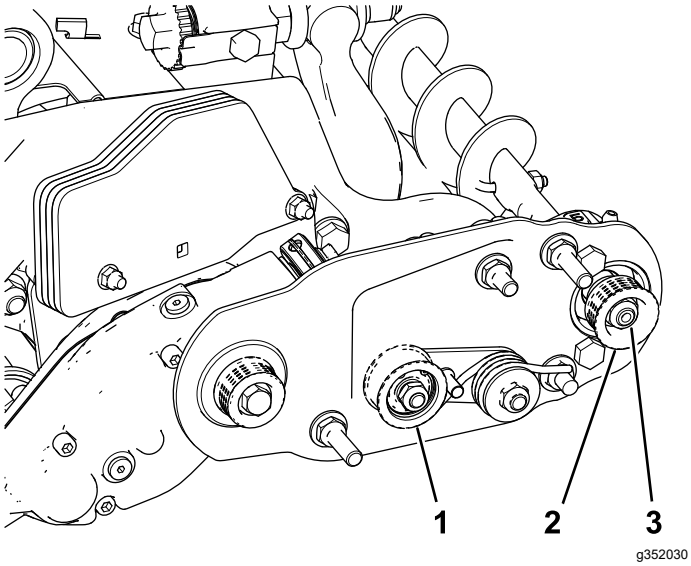
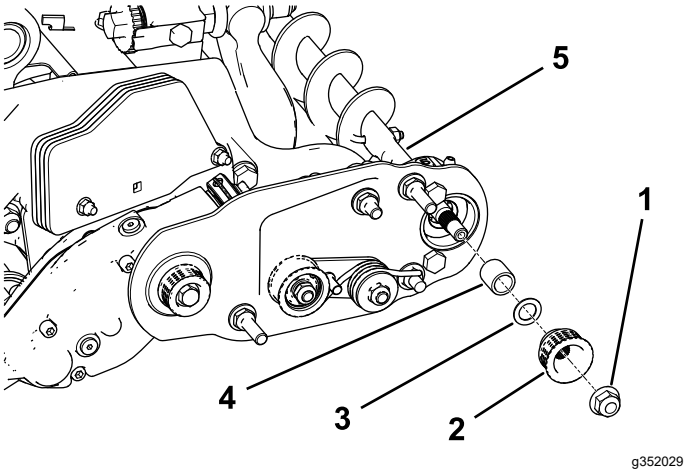

Figur 24
Figur 25
Bemærk: Den drevne remskive (ved rullebørsteakslen) kan bevæge sig ind eller ud (Figur 24).
2. Drej den knivcylinder, der roterer drivremskiven, og lirk remmen af drivremskiven (Figur 24).
3. Fjern den låsemøtrik, der fastgør den drevne remskive til børsteakslen (Figur 24 eller Figur 25).
4. Fjern den drevne remskive fra akslen (Figur 25).
5. Hvis remskiven skal bevæge sig ud, tilføjes en spændeskive på 0,8 mm i tykkelse (Figur 25).